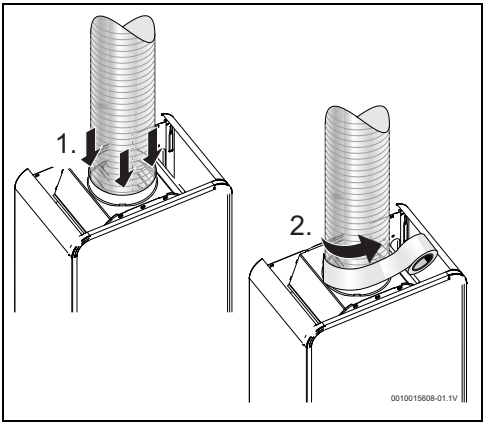

Fig. 12
- debe introducirse en el interior del anillo de la chimenea (→dimensión del anillo en la Tab. 4), sin huecos, y apoyarse en las conexiones. Si hay huecos, la conexión debe sellarse con material adecuado (Fig. 12),